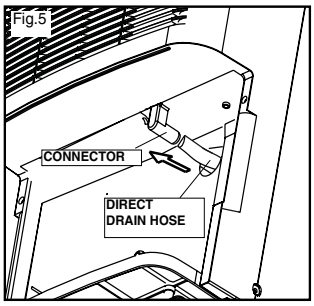

Fig.5
3. Push firmly onto the drain connector until it stops. (See Fig.5) Note: this connection requires a pressure fit application only. Make sure the hose is seated all the way back on the drain connection nipple.